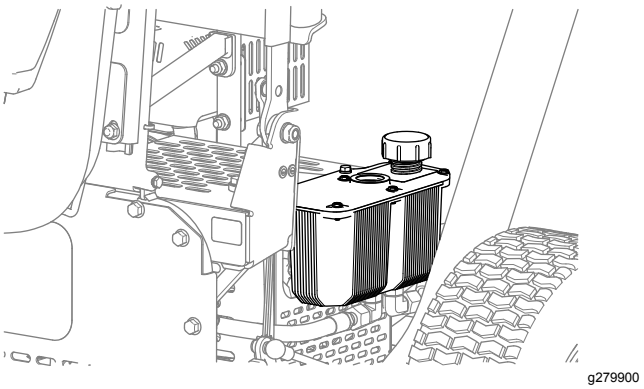

Figura 38
2. Retire a tampa do reservatório hidráulico (Figura 38).
4. Em seguida, volte a montar a tampa do reservatório (Figura 38).